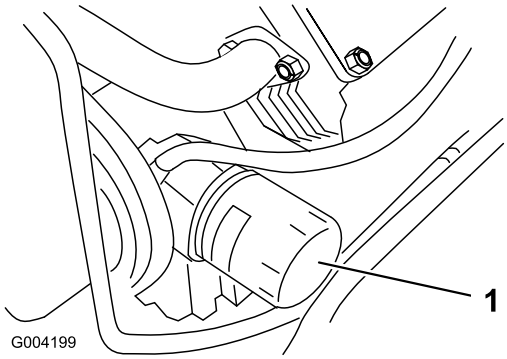

Figuur 37
3. Verwijder het oude filter (Figuur 37) en veeg het oppervlak van de pakking van het filtertussenstuk schoon.